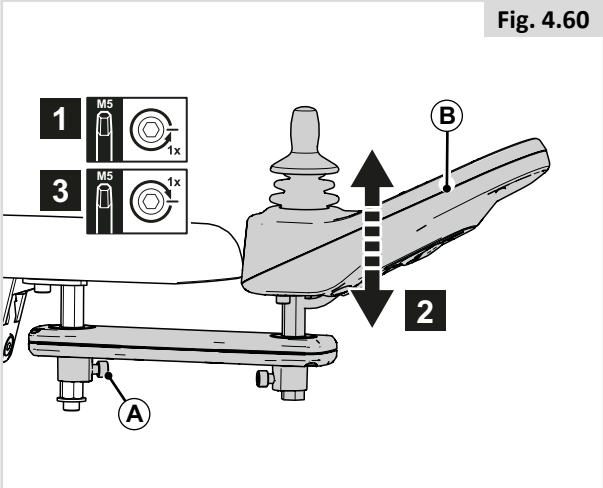
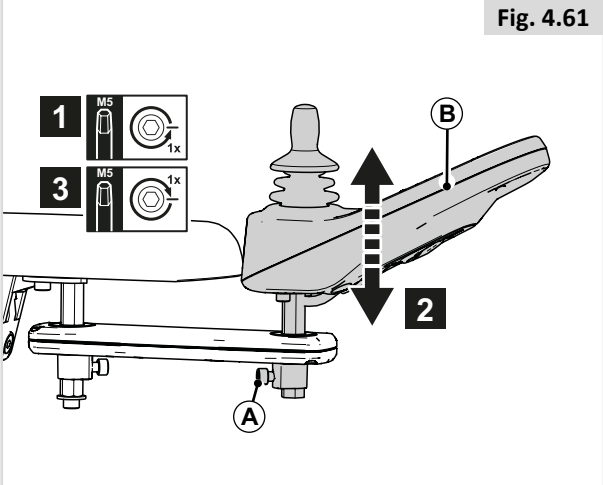

Fig. 4.60
Fig. 4.61
1. Desserrez (A) d'un tour.
2. Réglez (B) à la position désirée.
3. Resserrez (A).
Hauteur du boîtier de commande (1) (Fig. 4.60)
Hauteur du boîtier de commande (2) (Fig. 4.61)
1. Desserrez (C) d'un tour.
2. Réglez (D) à la position désirée.
3. Resserrez (C).